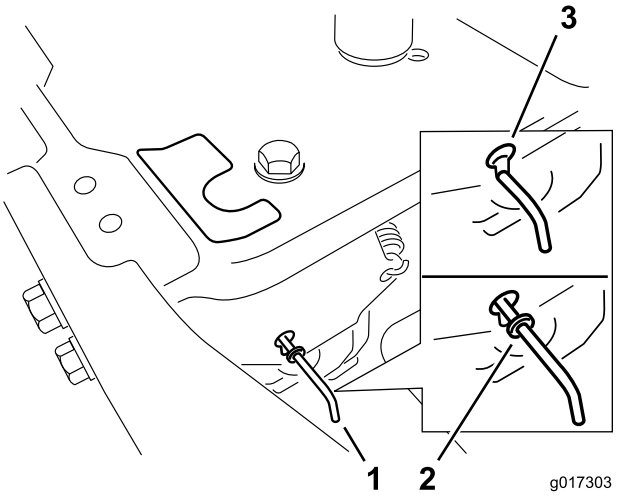

Figur 20
4. Flyt omløbshåndtagene fremad gennem nøglehullet og nedad for at låse dem på plads (Figur 20).
Flyt omløbshåndtagene bagud gennem nøglehullet og nedad for at låse dem på plads, som vist i Figur 20.